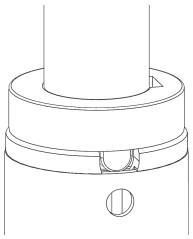

Abbildung 23 – Feststellen des Infusionsständers
2. Den Infusionsständer drehen und in der Zubehörhülse feststellen (Abbildung 23).